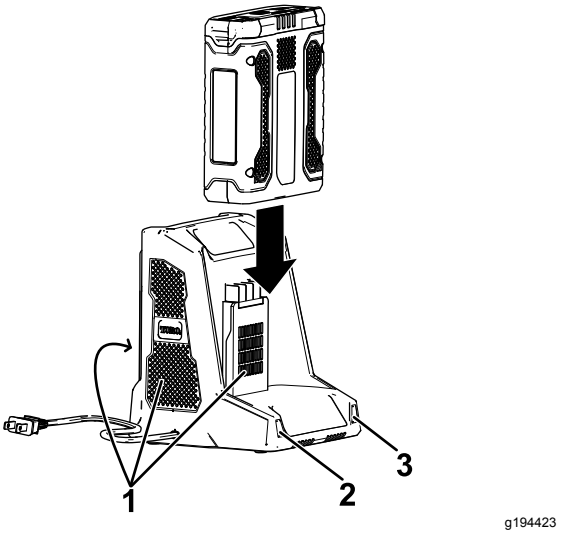

Figura 24
4. Introduzca la batería en el cargador hasta que esté completamente asentada (Figura 24).